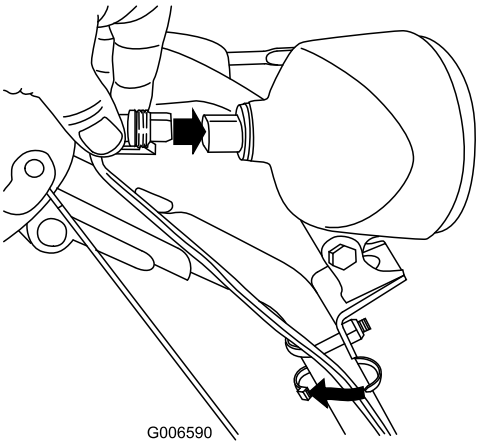

Figur 62
6. Før ledningkonnektoren direkte inn på baksiden av frontlykten til den sitter godt på plass (Figur 62).